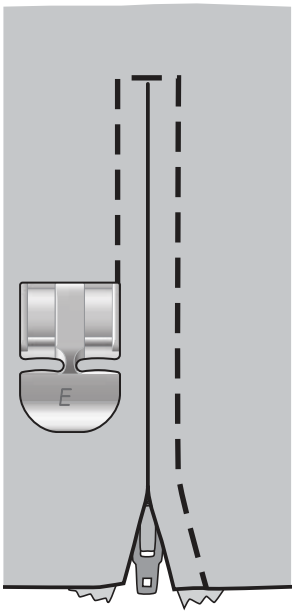

Abb. 3
6. Am unteren Reißverschlussende zu nähen beginnen, den Stoff drehen und dann die linke Seite des Reißverschlusses von unten nach oben nähen (s. Abb. 3).